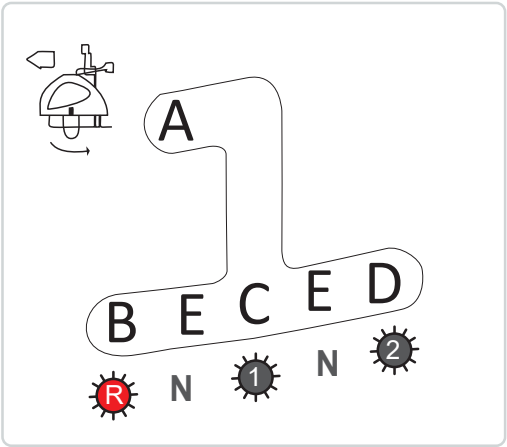

Bild 13
- Bringen Sie den Schalthebel in die Position A Bild 13